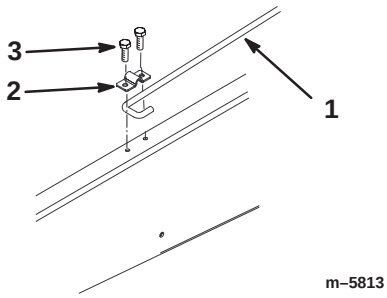

Figur 9
6. Lossa den bult som fäster stöttans klämma på ramen tills du kan sätta stöttans J-kroksände under klämman (figur 9).
7. Dra åt bulten och fäst den andra sidan på klämman med en ny bult (5/16 x 3/4 ”) (figur 9).